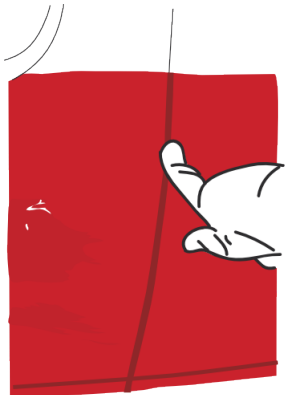

Figure 24
- Marquer les contours de la pièce à l'aide de la main (gantée). (FIG. 24 Hours)